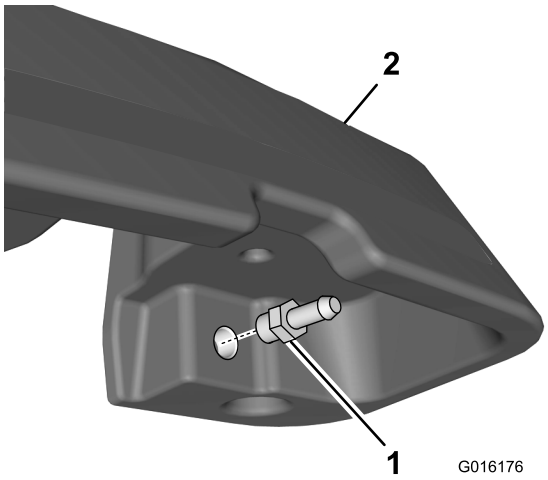

Figuur 6
21. Monteer de rechte hydraulische fitting op de opening onderaan de lekdetectortank (Figuur 6).